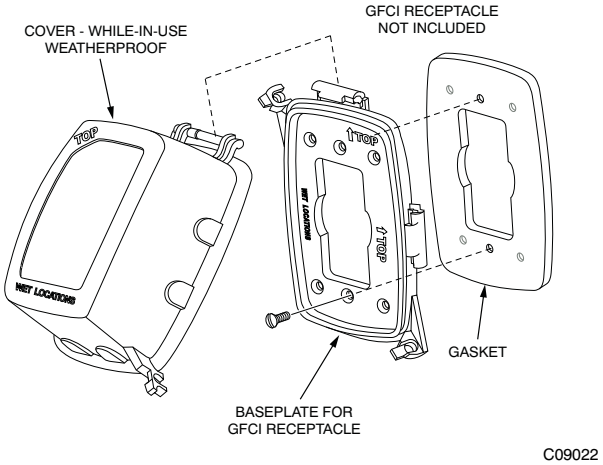

Fig. 34 – Weatherproof Cover Installation
4. Mount the weatherproof cover to the backing plate as shown in Fig. 34.